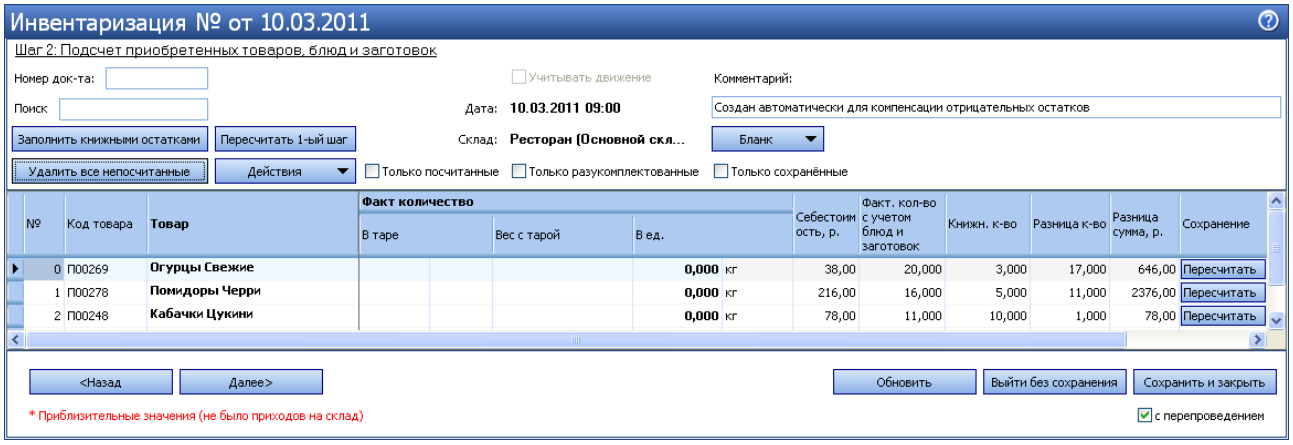

Рисунок 204 Автоматическая инвентаризация для компенсации отрицательных остатков в результате внутреннего перемещения и списания продуктов
6. Откройте измененную инвентаризацию (от 10.03.11), она откроется на втором шаге (см. Рисунок 204).